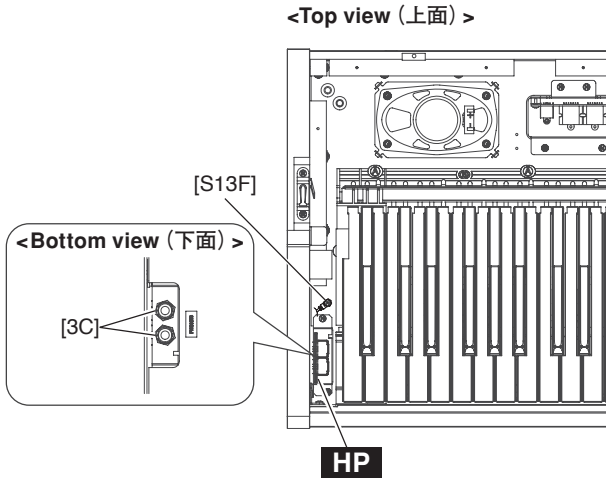

Fig. 8（図8）
12-6 Remove the two (2) hexagonal nuts marked [3C] and the screw marked [S13F] on the keybed. The HP circuit board can then be removed. (Fig. 8)
12-6 [3C] の特殊ナット 2 個と棚板の [S13F] のネジ 1 本を外して、HP シートを外します。(図 8)